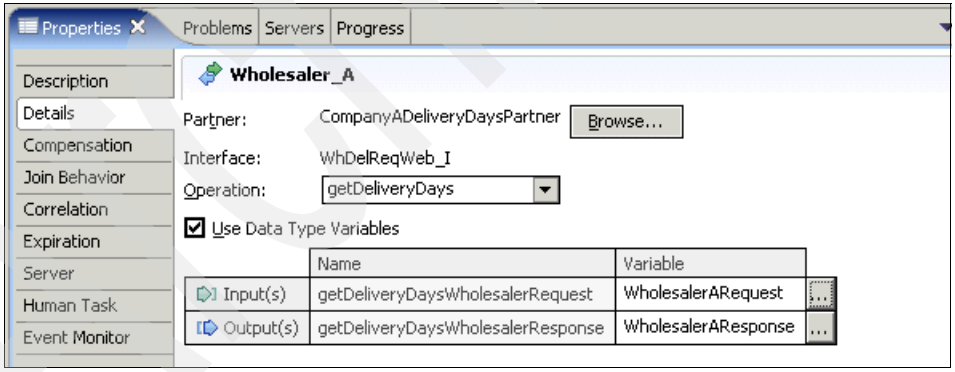

Figure 13-33 The Wholesaler_A Properties page: Details tab
b. In the Select a Partner window, select the **CompanyADeliveryDaysPartner** partner and click **OK** (Figure 13-33).